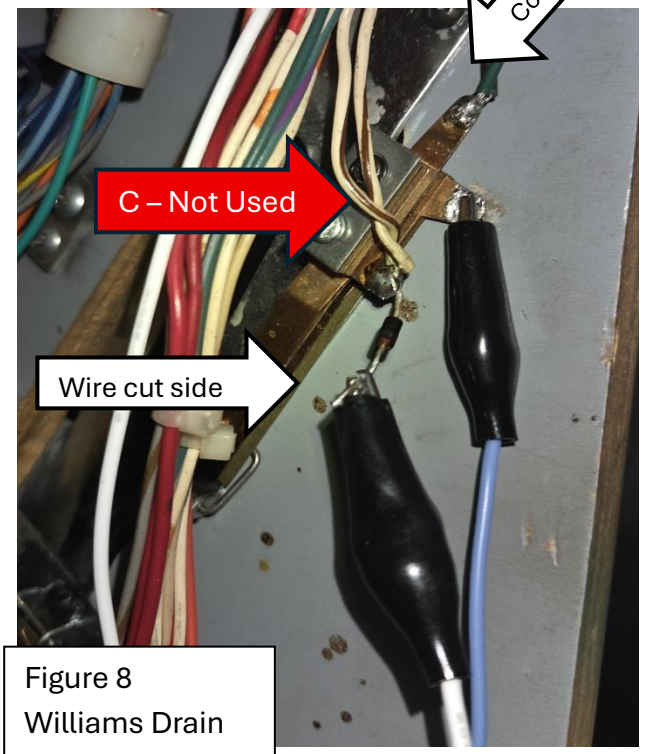
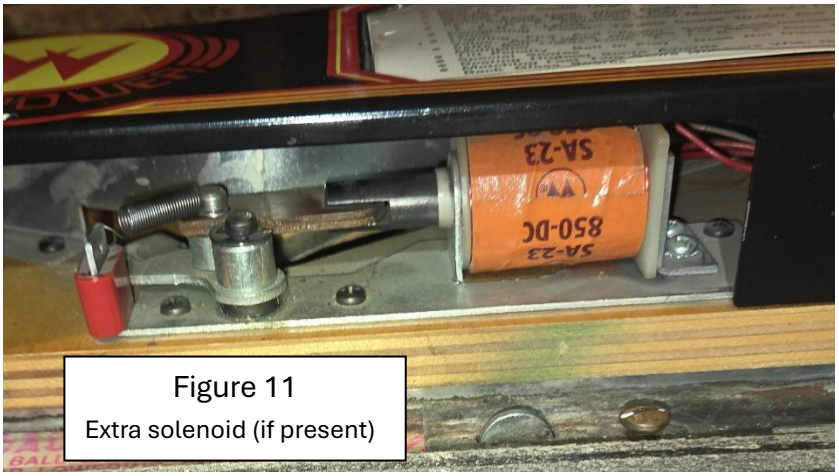

Figure 8
Figure 11
2.7 Leaving the blue clip in place, using a wire cutter, cut the lead to that side of the switch and attach the white clip to the cut lead. See Figure 8. In this figure, The white wire is connected to the side that was originally connected to the location of the blue wire.
2.2 Find the drain ball switch in the lower playfield and cut the appropriate wire as shown in the diagram in Figure 11. The drain ball switch is the switch that a ball first hits after draining. See Figures 8 or 9 for more details on attaching the white and blue clips. Note that the blue clip always attaches to the switch and the white to the original switch connection.
5.1 .Connect the Red wire clip to the drain coil ground switch wire (as in step 1.1 above). Typically included in a multiball game, this coil kicks the ball from the drain to the location where the kickout coil can launch it into the trough. If this coil is not used, do not connect the red wire, but assure that the end clip is insulated from the game. See Figures 11 & 12.